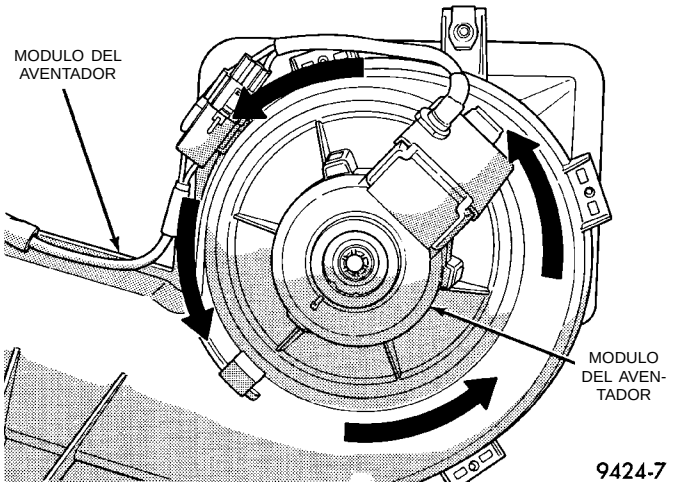

Fig. 22 Desmontaje del motor del aventador
(1) Desconecte el conector de cableado del motor del aventador.
(2) Sostenga el motor del aventador mientras tira hacia abajo la lengüeta. Gire aproximadamente 1/8 de vuelta en sentido contrario a las agujas del reloj y retire el conjunto del motor del aventador de la caja de la unidad (Fig. 22).